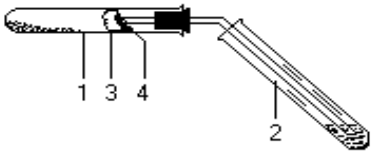

Рис.1. Прибор для определения углерода и водорода.
В сухую пробирку с газоотводной трубкой помещают 0,2 – 0,3 г сахарозы и 1-2 г порошка оксида меди (II). Содержимое пробирки тщательно перемешивают, сверху смесь засыпают слоем оксида меди (II) – примерно 1 г. В верхнюю часть пробирки (под пробку) помещают маленький комочек ваты, на которую насыпают немного безводного сульфата меди (II). Пробирку закрывают пробкой и закрепляют ее в лапке штатива с небольшим наклоном. Свободный конец газоотводной трубки опускают в пробирку с известковой (или баритовой) водой так, чтобы трубка почти касалась поверхности жидкости (Рис.1.). Сначала прогревают всю пробирку, затем сильно нагревают ту часть, где находится реакционная смесь. Изменяется ли цвет реакционной смеси? Почему?
1) *Получение и горение метана.* В сухую пробирку насыпают смесь для получения метана (высота слоя около 4 см). Размещают смесь так, чтобы образующийся метан мог свободно выходить из пробирки. Закрывают пробирку пробкой с газоотводной трубкой и закрепляют ее в штативе с небольшим наклоном (см. рис.1, лаб.работа №1). В штатив ставят две пробирки: одну пробирку со смесью 3 мл разбавленного раствора перманганата калия и 1 мл 5-процентного раствора карбоната натрия и вторую пробирку с 3 мл бромной воды.